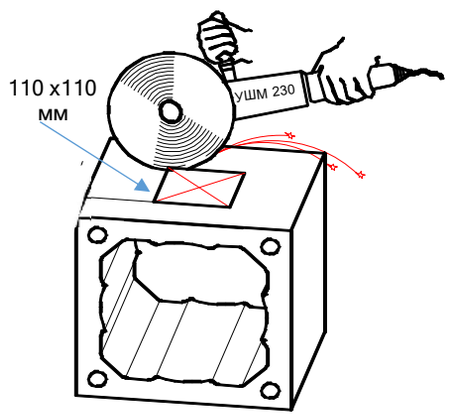

Рис.3
2. С помощью угловой шлифовальной машины (далее УШМ) вырежьте в блоке отверстие 110х110 мм, либо с помощью круглой коронки диаметром 120 мм для вентиляционной решётки на высоте 50 мм от уровня чистого пола. Рис. 3